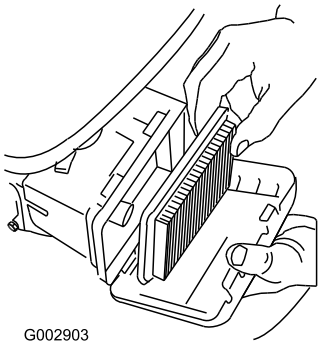

Figuur 22
3. Verwijder het luchtfilter (Figuur 22).